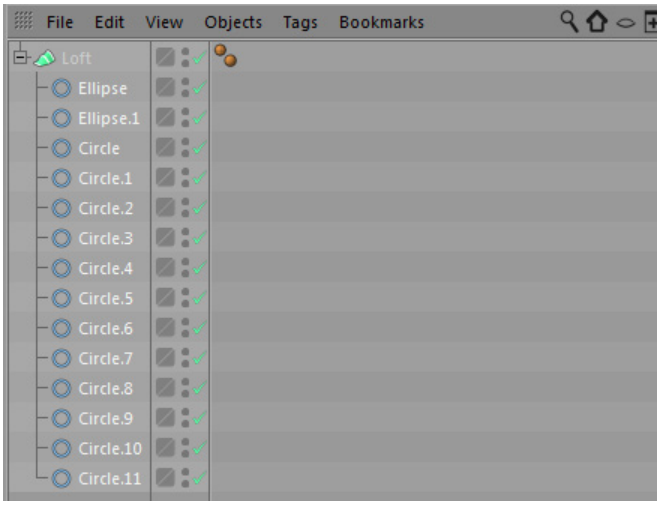
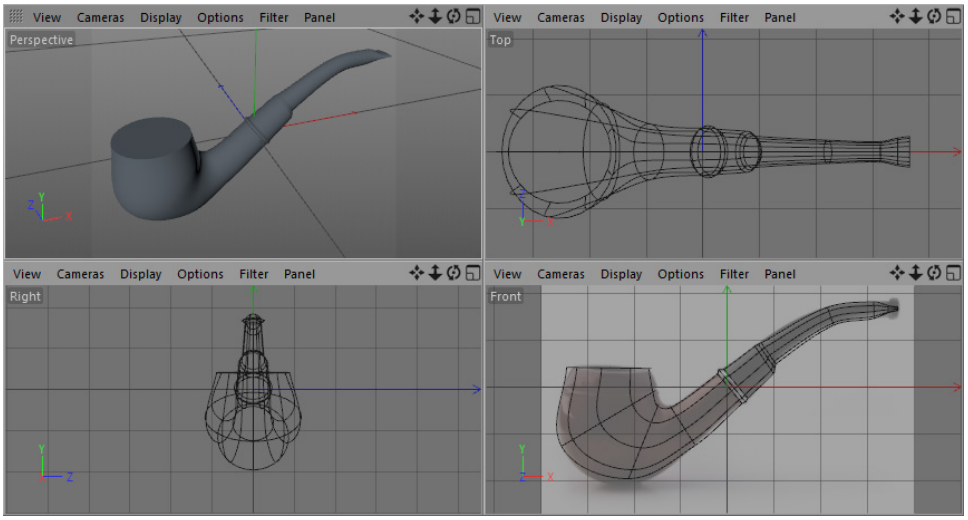

Figure 2-55 *The splines connected with Loft*
Figure 2-56 *The shape of the pipe displayed*
3. Press and hold the left mouse button and then drag the splines to *Loft*; all splines are connected to *Loft*, refer to Figure 2-55. Also, shape of the pipe is displayed in the scene, as shown in Figure 2-56.